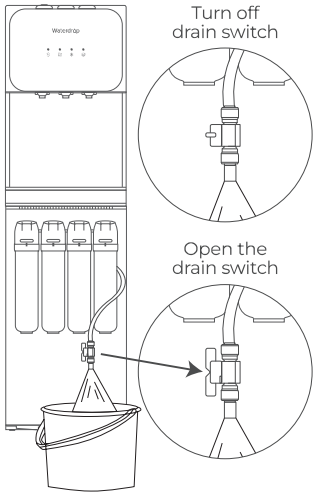

Figure 6
①. Open the drain switch next to the filter (inside the lower door) and place the drain outlet into a bucket.（**Figure 6**）